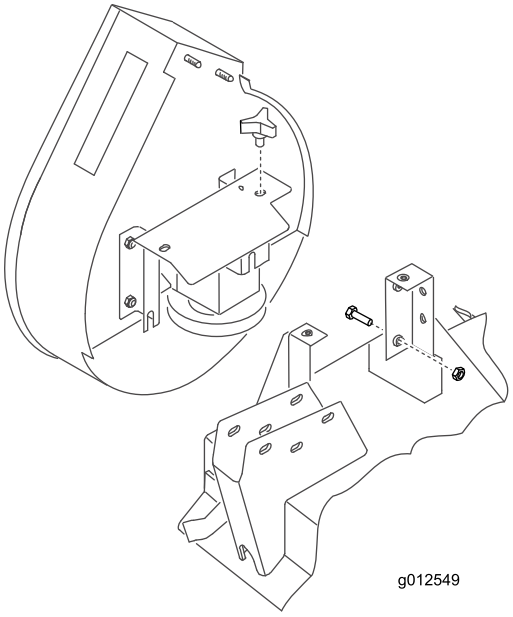

Figur 21
2. Før blåsemaskinen inn på monteringsbrakettens justeringsbolter (Figur 21) mens du fører remmen rundt blåsemaskinens remskive.